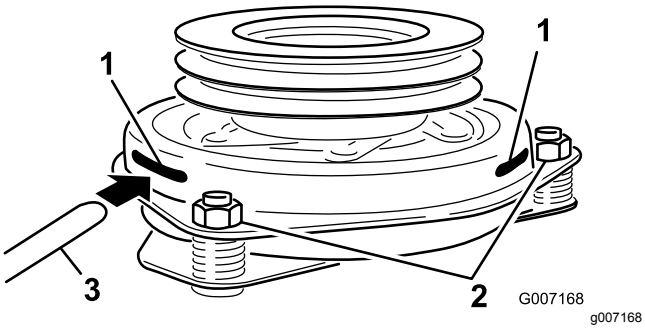

Figur 83
9. Sett inn et 0,381–0,533 mm følerblad gjennom kontrollslissen på siden av enheten (Figur 83).
10. Stram låsemutrene til følerbladet sitter fast, men er løst nok til at det beveger seg lett i luftgapet (Figur 83).